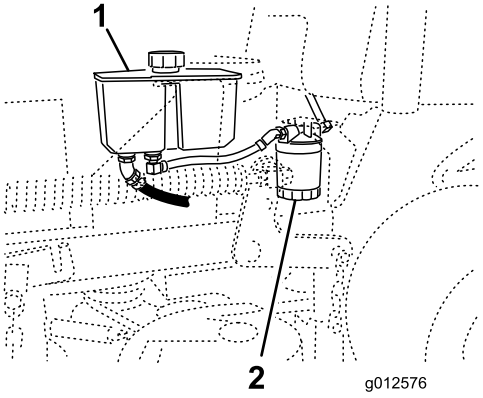

Figur 76
3. Finn filteret og plasser tappefatet under filteret (Figur 76).